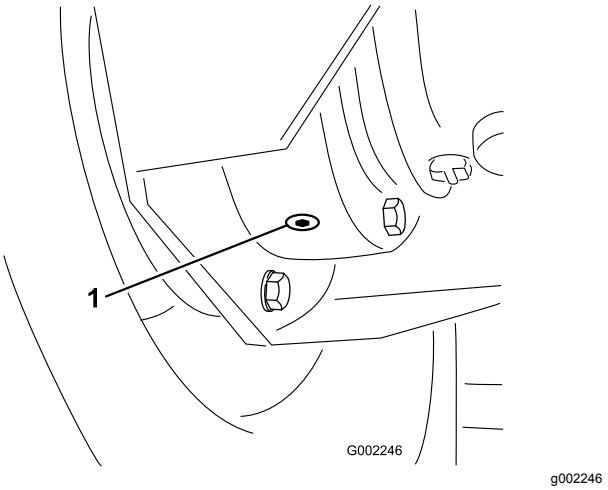

図 78
4. 内側のドレンプラグの下に容器を置き、このプラグを外す図 78。